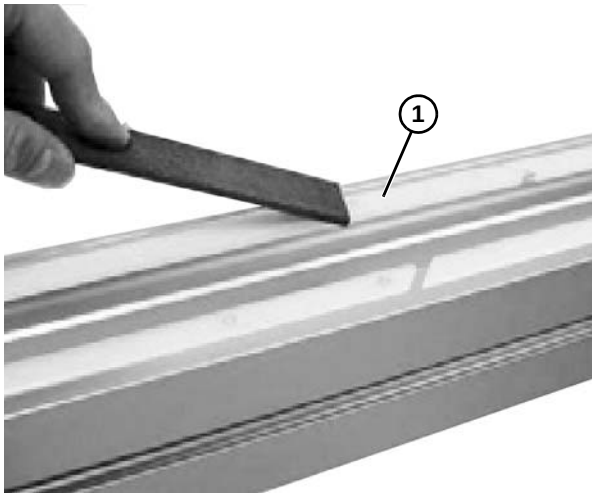

Figure 64
6. Using a file, scrape off the top of the nylon set screw above the wear strip **(Figure 64, item 1)** to assure a smooth surface for the belt.